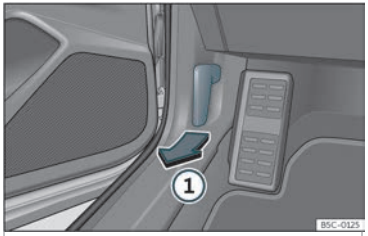

Abb. 200 Entriegelungshebel im Fahrerfußraum.
- Öffnen Sie die Tür und ziehen Sie an dem Hebel unterhalb der Instrumententafel ››› Abb. 200 ①.